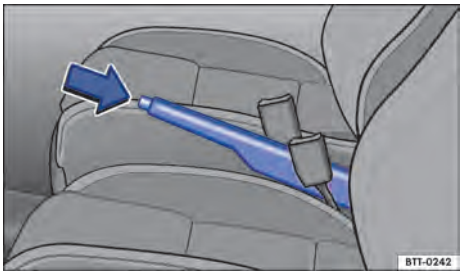

Fig. 112 Entre os bancos dianteiros: alavanca do freio de estacionamento.
– Puxar a alavanca do freio de estacionamento para cima com o botão bloqueador pressionado → Fig. 112 (seta).
– Puxar a alavanca do freio de estacionamento um pouco para cima e pressionar o botão bloqueador → Fig. 112 (seta).